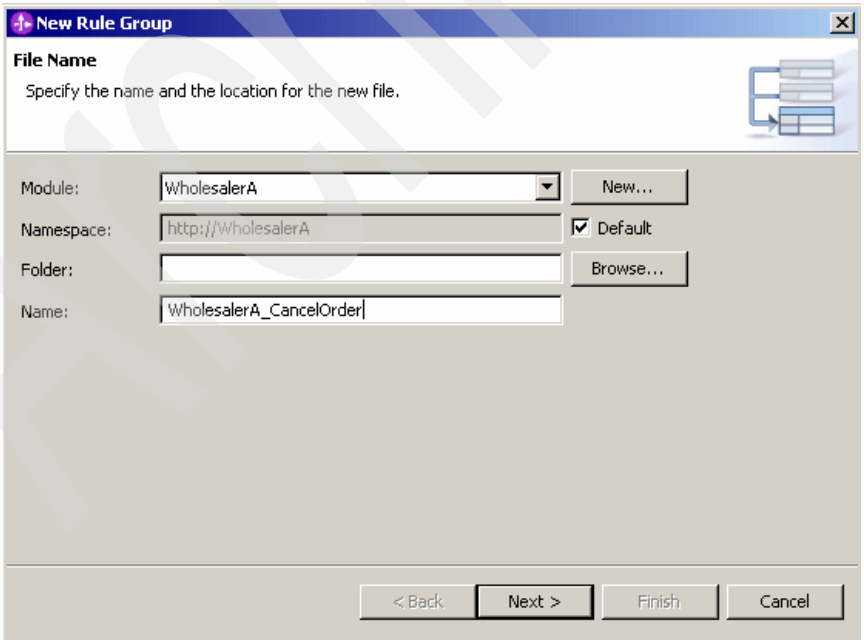

Figure A-61 New Rule Group window
2. In the New Rule Group window (Figure A-61), for Name field, type `WholesalerA_CancelOrder` and then click **Next**.